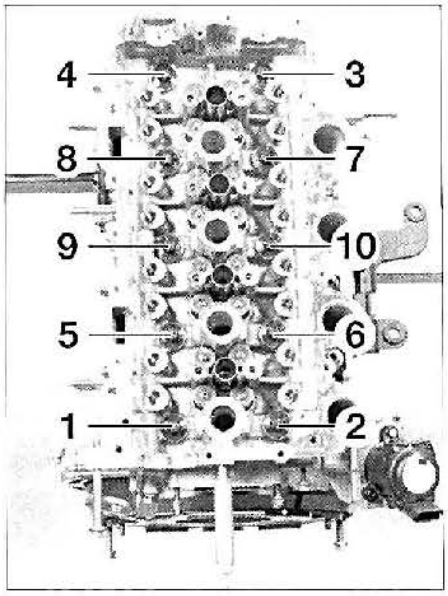

FIG. 50
- los tornillos de culata en el orden indicado **(fig. 50)**.